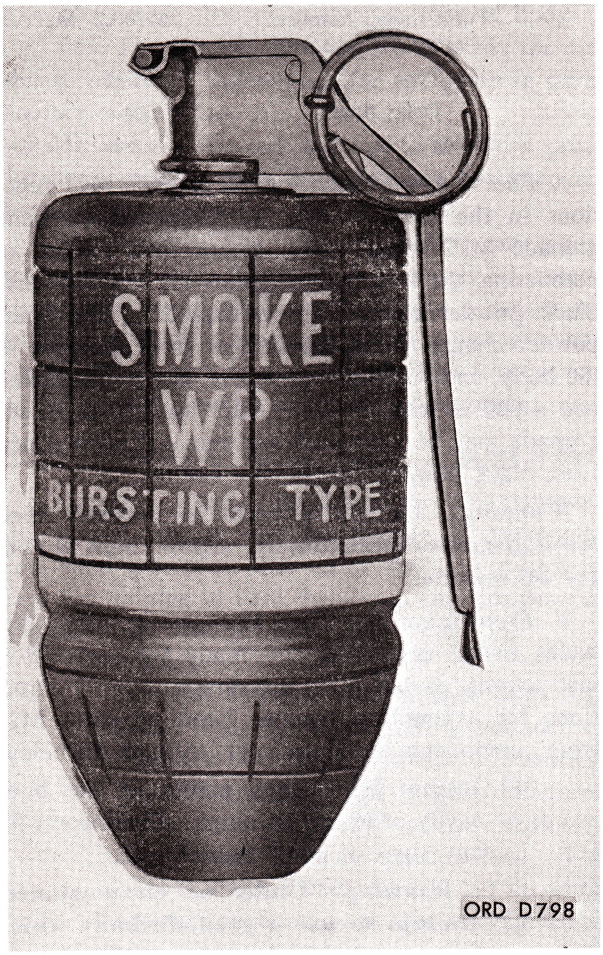

Figure 2–21. Grenade, hand and rifle: smoke, WP, M34, w/fuze, M206A2.
a. General. Grenade M34 (fig. 2–21) is a bursting-type, multi-purpose munition used as an antipersonnel, incendiary, or smoke-producing device.